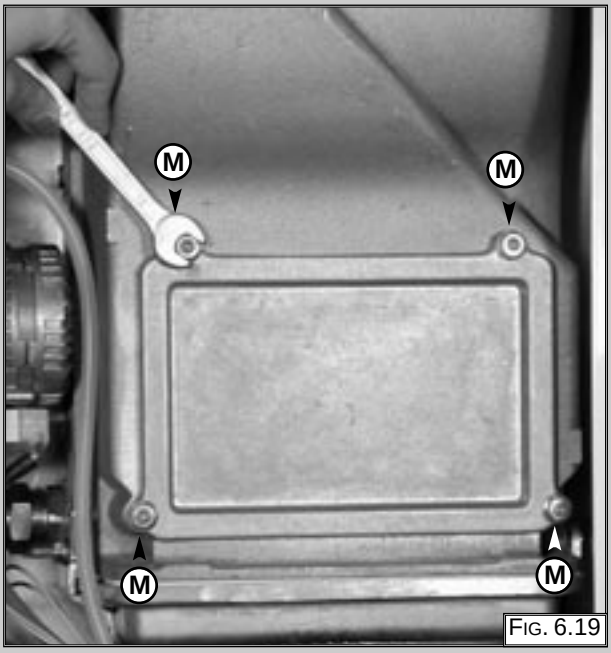

FIG. 6.19
1. Remove the four nuts “M” (FIG. 6.19);